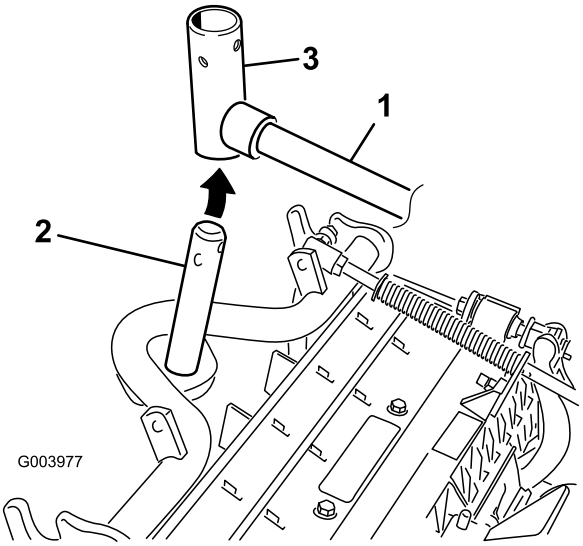

Figur 7
7. Hvad angår de forreste klippeenheder, skubbes en klippeenhed ind under løftearmen, mens bærerammeakslen sættes op i løftearmens drejegaffel (Figur 7).
B. Sæt løftearmsgaflen på bærerammens aksel (Figur 7).